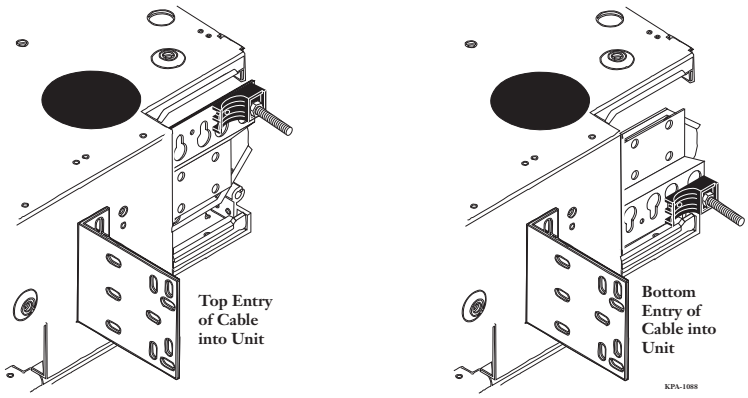

Figure 6 — Mounting Bracket Orientation
Step 2: Insert the bolt into the bottom half of the clamp (Figure 6).
Step 3: Position the bottom half of the clamp appropriately. Press the clamp alignment pin on the rear of the clamp into the locator hole in the bracket in the correct orientation (Figure 6).